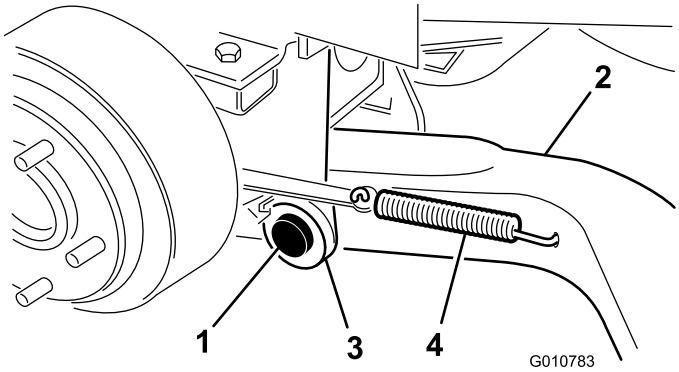

Figur 4
4. Fest en løftearm (med kuleleddets ende vendt utover) til svingbraketten med to avstandsstykker, en svingbolt og en splint (5/32 x 1-3/4 tomme) (Figur 4).
6. Fest bremsereturfjæren i hullet for løftearmen (Figur 4).